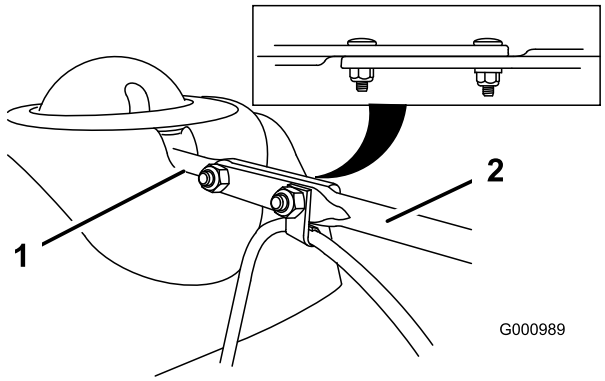

Figur 14
3. Rikta in den långa utkastarreglagestångens flata baksida med den korta stångens flata framsida som sticker ut från kontrollpanelen, så att de ligger intill varandra (Figur 14).